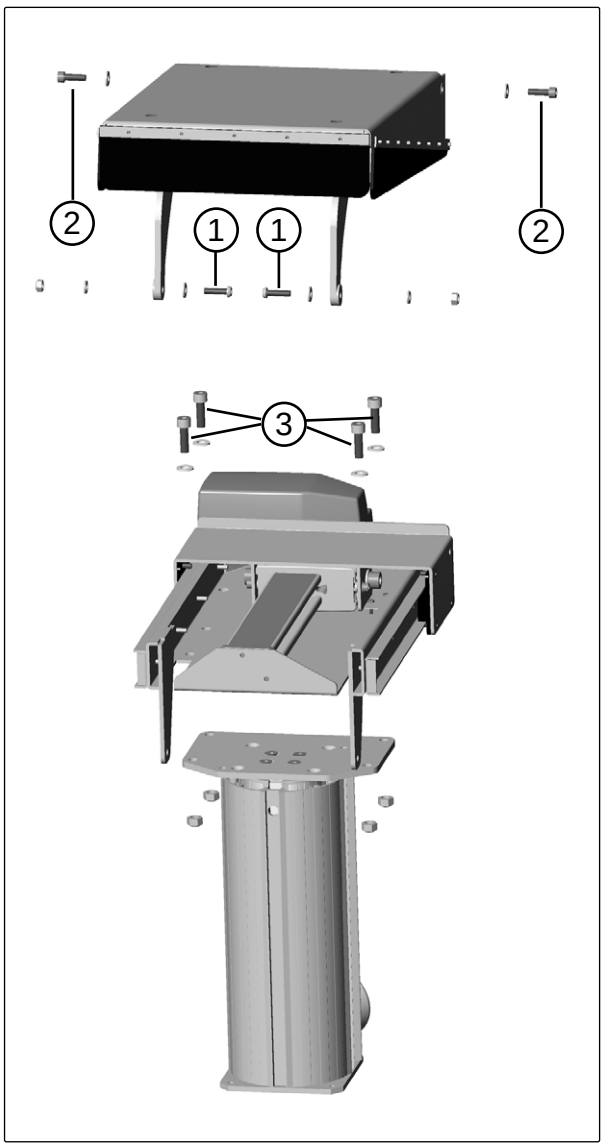

Abb. 51. Sitzhöhenverstellung und Sitzneigungsmechanismus.
2. Entfernen Sie die beiden Halteschrauben, die die Fixierung des oberen Teils des Sitzungsneigungsmechanismus an der Vorderkante gewährleisten; s. Abb. 51:1.
3. Entfernen Sie die beiden Halteschrauben, die die Fixierung des oberen Teils des Sitzungsneigungsmechanismus an der Hinterkante gewährleisten; s. Abb. 51:2.
5. Demontieren Sie den Teil des Sitzneigungsmechanismus, der an der Sitzhöhenverstellung/der Hubsäule verblieben ist. Dieser Teil ist mit vier Schrauben befestigt, s. Abb. 51:3.